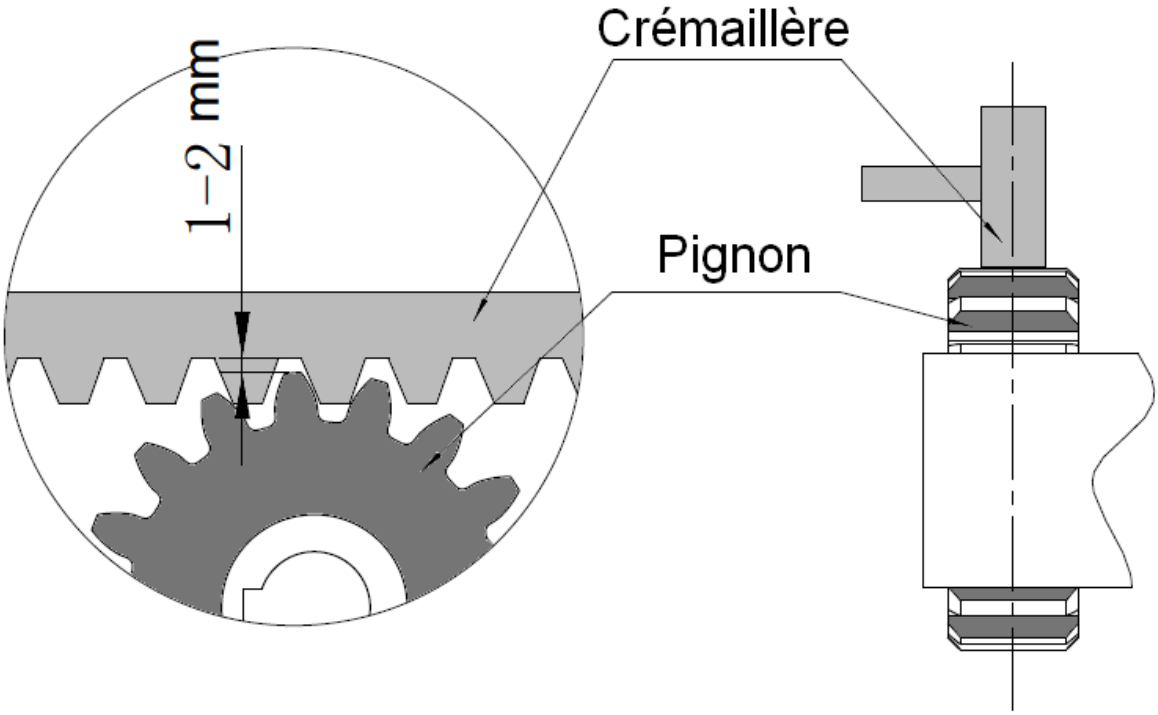

Figure 7
- Bouger le portail manuellement (celui-ci doit se manouevrer facilement moteur débrayé) pour vérifier que le jeu est correct entre le pignon et la crémaillère (*voir Figure 7*)